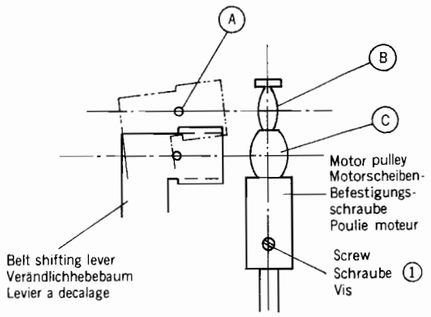

Fig. 20
① Den Drehzahlwähler auf Position OFF stellen.
② Den Tonarm von der Tonarmstütze abheben und festhalten.
③ Durch Drehen des Gegengewichtes den Tonarm horizontal ausbalancieren. Dies ist erreicht, wenn sich der Tonarm im Gleichgewicht befindet, d.h. aus der waagrechten Lage weder absinkt noch anhebt.
④ Danach den am Tonarmende befindlichen Tonabnehmer-Ausgleichsring auf Position '0' stellen.
⑤ Tonarm wieder auf die Tonarmstütze aufsetzen und das Gegengewicht gemeinsam mit dem Tonabnehmer-Ausgleichsring auf Position '2' (Nennauflagekraft des Tonabnehmers) drehen.
2. Motorscheiben-Befestigungsschraube (siehe Abb. 20)
① Placer le sélecteur de vitesses sur la position OFF.
② Retirer le bras de lecture de son repose-bras et le tenir fermement pour qu'il ne bouge plus.
③ Définir l'équilibrage horizontal (équilibrage nul) du bras de lecture en déplacant le contrepoids principal. Cet état permet au bras de lecture de flotter librement sant descendre ni monter.
④ Tourner la bague graduée de force d'appui d'aiguille qui se trouve en extrémité de bras sur la position '0'.
⑤ Remettre le bras de lecture sur le repose-bras et tourner le contrepoids principal en même temps que la bague graduée de force d'appui d'aiguille pour obtenir la position '2' (position idéale de force d'appui pour cette aiguille phonolectrice).
2. Hauteur de poulie (Voir Fig. 20)